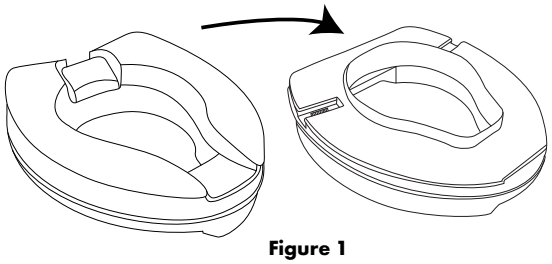

Figure 1
2. Place the raised toilet seat upside down on a flat surface. **(Figure 1)**